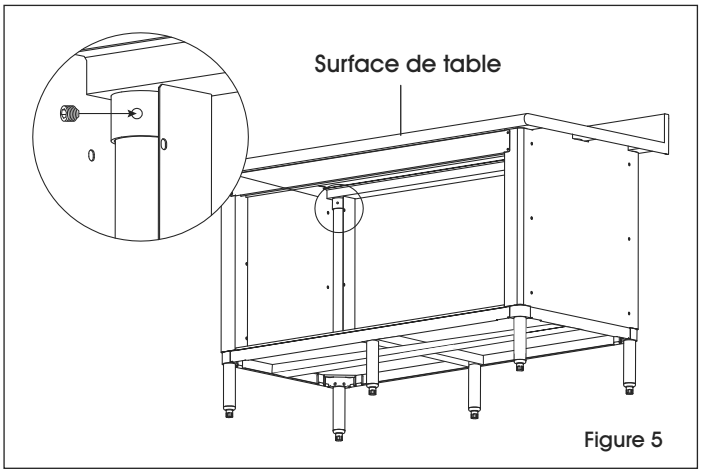

Figure 5
6. Placez la surface de table sur les pieds tout en les insérant dans les goussets de la surface. À l'aide de la clé Allen de 5/32 po, serrez les vis se trouvant sur chaque gousset. (Voir Figure 5)